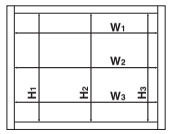

図1
④ 樹脂額縁に凹凸がないこと
⑤ アングルから額縁先端まで110㎜以上であること
⑥ 開口の狂いが3㎜以下であること（図1～3）
⑦ 既設アングルの立上り寸法が2㎜以下であること
② の見付け面部でビス固定されているのが確認できない場合、額縁下部補強材有仕様を使用してください。
⑧ 下樹脂額縁の下部に50㎜以上空間があること（浴槽や手すりがないこと）
●図1のH_1～H_3およびW_1～W_3の ⑥ 寸法差が3㎜以下 であることをご確認ください。
⑨ 額縁開口部に凹凸がないこと
⑩ 枠の内面から100㎜以上あること